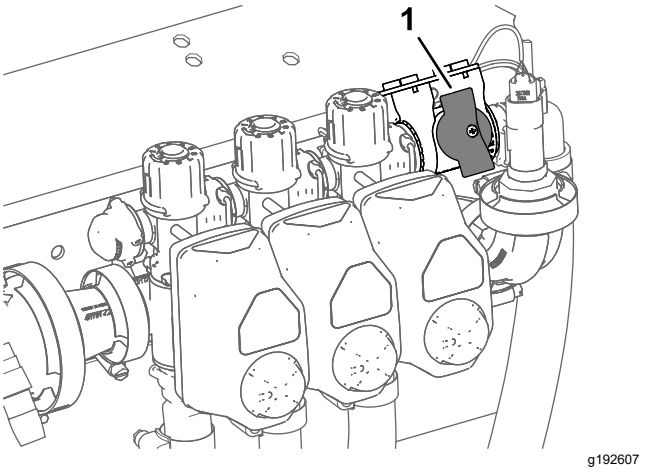

Figur 42
2. Sätt avstängningsventilen för sektionsöverströmning i det stängda läget genom att vrida på vredet (Figur 42).